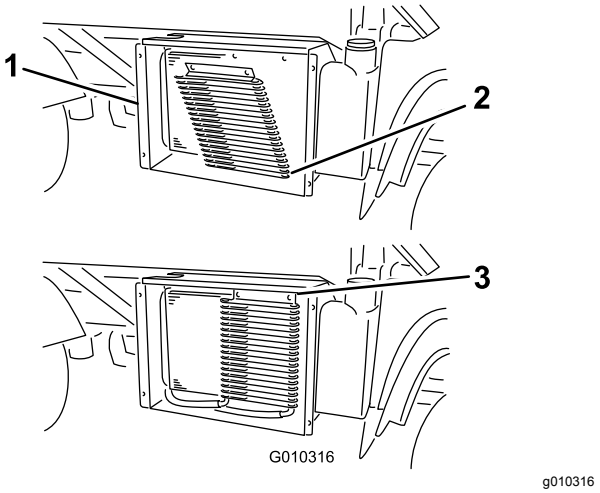

図 69
6. ラッチを外し、オイルクーラを装備している場合にはそれを倒してラジエターから遠ざける図 69。